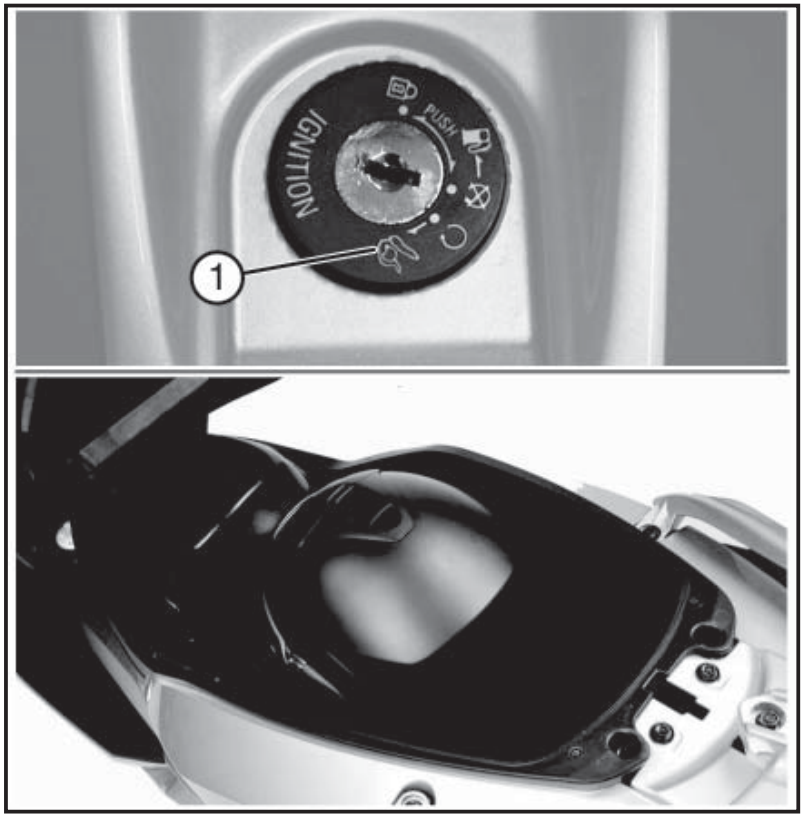

Fig. 01 QSI0024
4.16 COMPARTIMENTO DEBAJO DEL ASIENTO (Fig. 01)